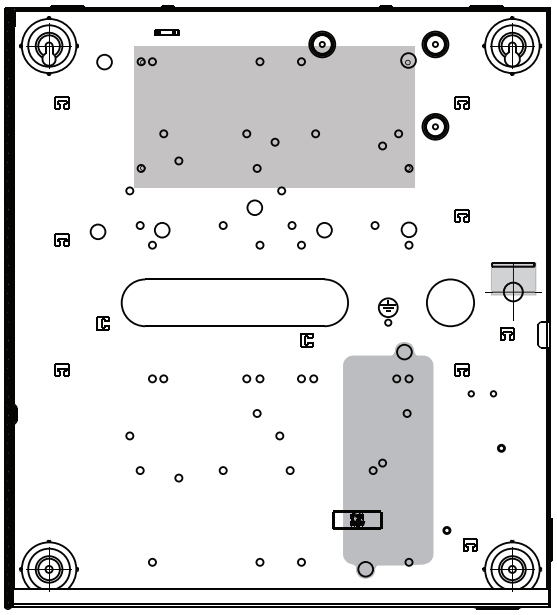

Figure 2-4 HSM3304CX/HSM3350 monté dans les armoires HSC3010C, HSC3010CR, HSC3030CAR
1. Assurez-vous que tous les fils sont fixés au boîtier par des attaches de câbles. Voir les figures 2-4, 2-5 et 2-6 pour les emplacements.
2. Acheminez la ligne CA dans le boîtier à travers l'ouverture prévue à cet effet, comme indiqué dans la figure 2-4.
1. En cas de montage de l'alimentation à l'intérieur de l'armoire, fixez l'alimentation conformément à la figure 2-4 à l'aide de la quincaillerie fournie. Utilisez des attaches de câble pour fixer les fils CC au boîtier.
2. Installez la bande passe-câble (disponible séparément – référence 57000933) dans l'ouverture à l'arrière de l'armoire comme indiqué dans la figure 2-4. Acheminez le câble CA hors du boîtier à travers l'ouverture indiquée dans le schéma.
3. En cas de montage de l'alimentation à l'extérieur du boîtier, fixez l'alimentation au mur à l'aide de la quincaillerie adaptée. Acheminez les fils CC dans le boîtier et fixez-les à l'aide d'attaches de câble. Voir la figure 2-4 pour la longueur/le calibre de câblage approuvés.